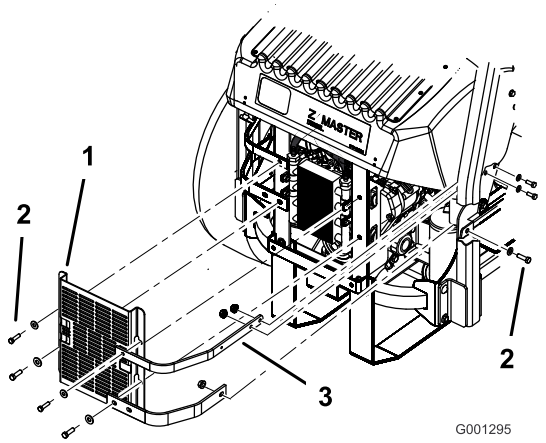

Figuur 63
3. Verwijder de 4 bouten waarmee het scherm van de oliekoeler is bevestigd aan het achterframe (Figuur 63).
4. Verwijder de 3 bouten waarmee de beugels van de motor zijn bevestigd aan de zijkant van de machine (Figuur 63).
12. Monteer het scherm van de oliekoeler en de beugels van de motor aan het achterframe met de 4 bouten die u eerder hebt verwijderd (Figuur 63).
13. Monteer de beugels van de motor aan de zijkant van de machine (Figuur 63).